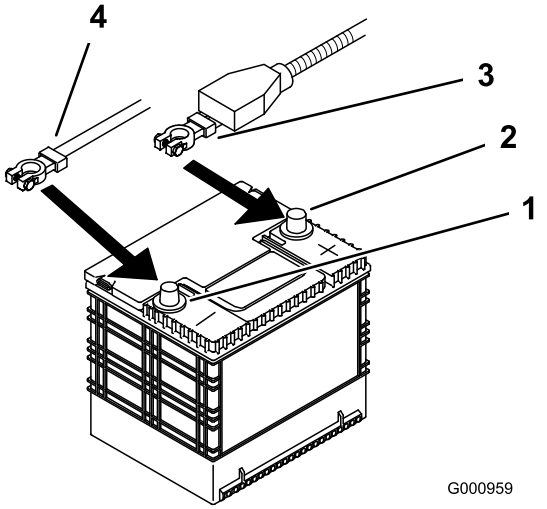

Rysunek 56
4. Odłącz w pierwszej kolejności ujemny przewód akumulatora od ujemnego (-) zacisku akumulatora (Rysunek 56).
5. Wysuń czerwoną nakładkę zacisku z dodatniego (czerwonego) zacisku akumulatora. Następnie odłącz dodatni (czerwony) przewód akumulatora (Rysunek 56).
4. Zamocuj przewody za pomocą dwóch śrub (1/4 x 3/4 cala), dwóch podkładek (1/4 cala) i dwóch przeciwnakrętek (1/4 cala) (Rysunek 56).